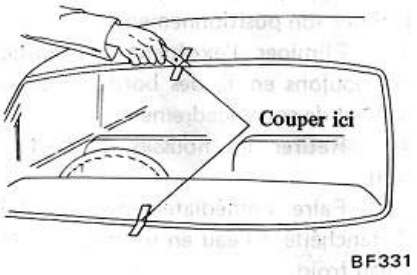

Fig. BF-56 Alignement du pare-brise dans sa baie
5. Pour disposer le pare-brise en position correcte dans sa baie, coller deux morceaux de papier adhésif au centre du bord supérieur et du bord inférieur du pare-brise et de la baie pour en repérer l'alignement. Voir Fig. BF-56.